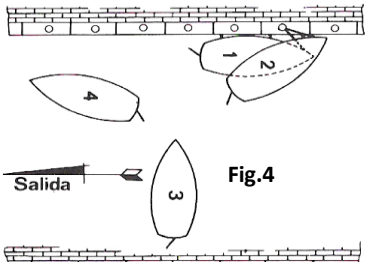

Fig.4
d) DESATRACAR POPA A LA SALIDA (Fig.4)